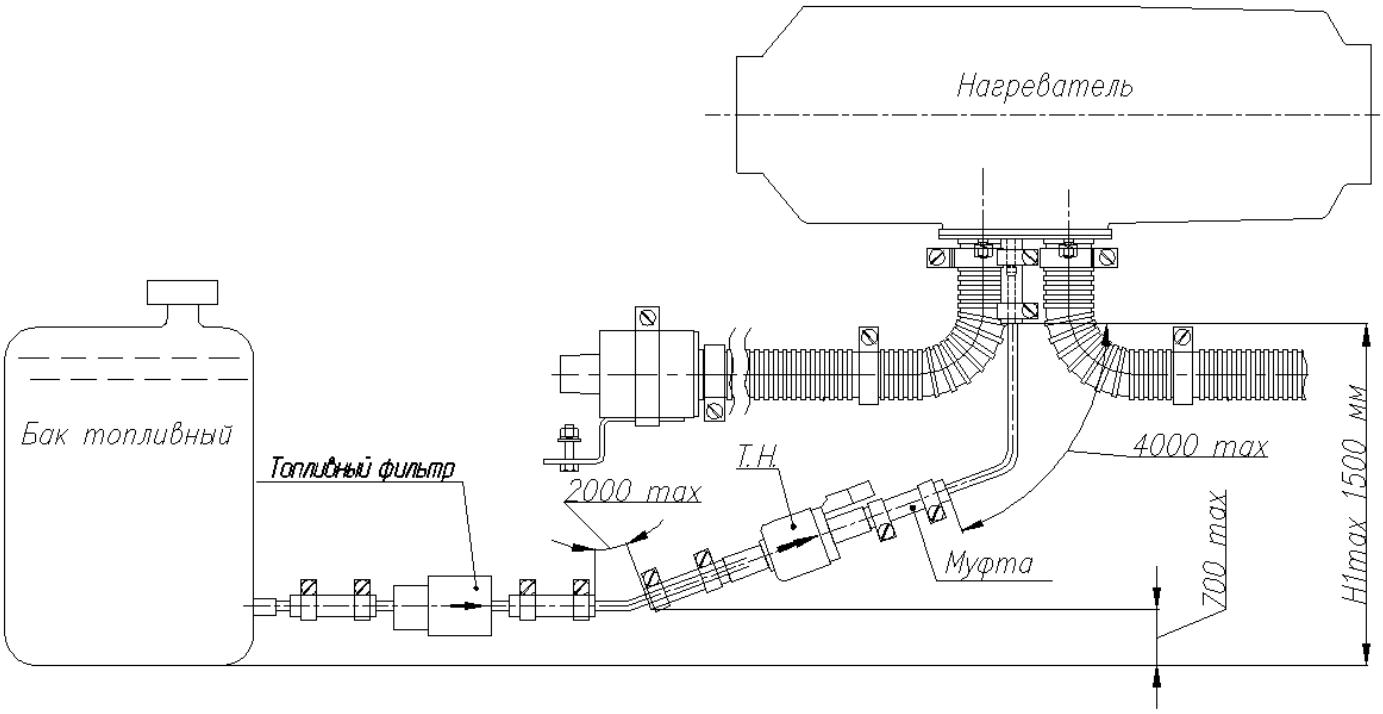
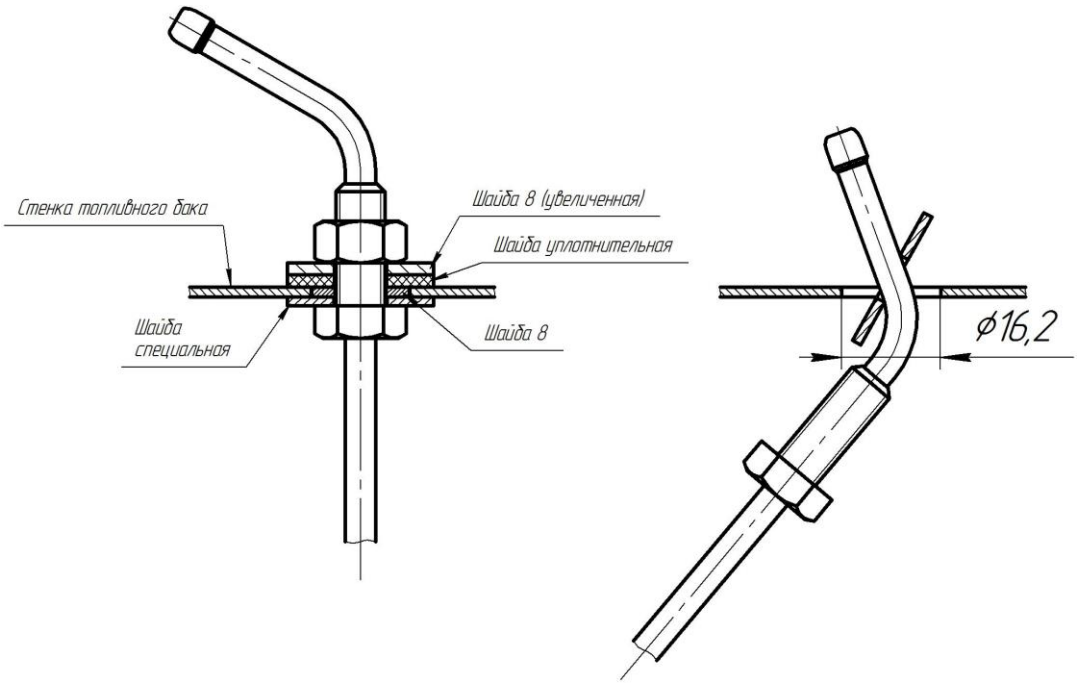
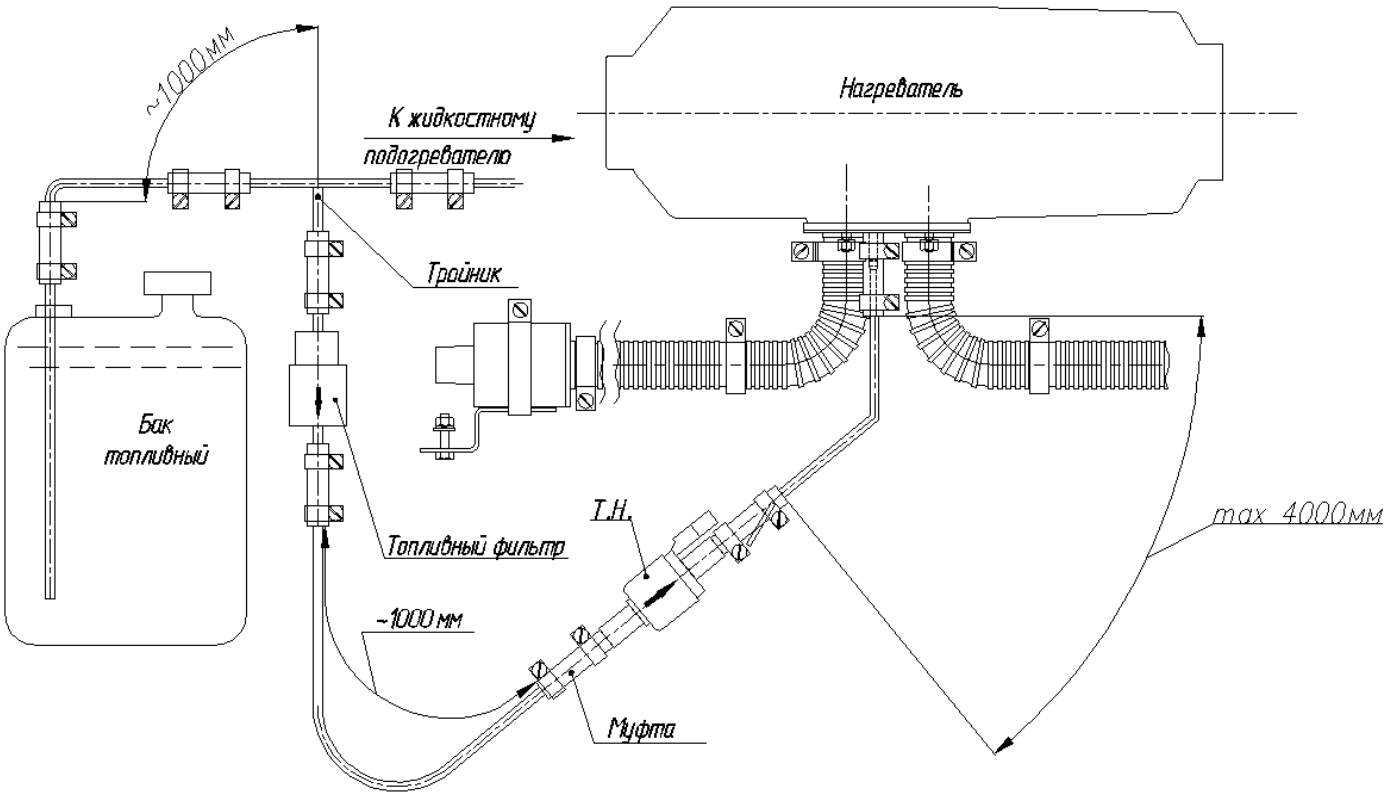

Рис.8 Схема монтажа топливной системы отопителя
Рис. 9 Схема монтажа топливозаборника
Рис.10 Схема монтажа топливной системы отопителя
- топливную трубку отопителя предпочтительней располагать выше максимального уровня топлива в топливном баке (см. рис. 8, рис. 10);
Схемы относительного расположения топливного бака, топливного насоса и нагревателя показаны на рис.8 и рис.10. Схема монтажа топливозаборника представлена на рис. 9.